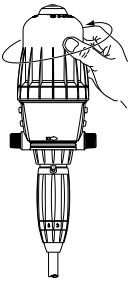

Abb. 16
- Die Glocke von Hand losschrauben und abnehmen **(Abb. 16)**.